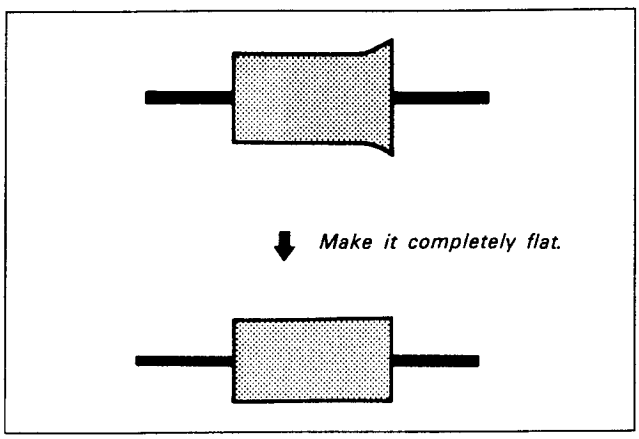

Fig. 7-78.
6) Turn No.4 guide so that waveform flat. (See Fig. 7-78.)